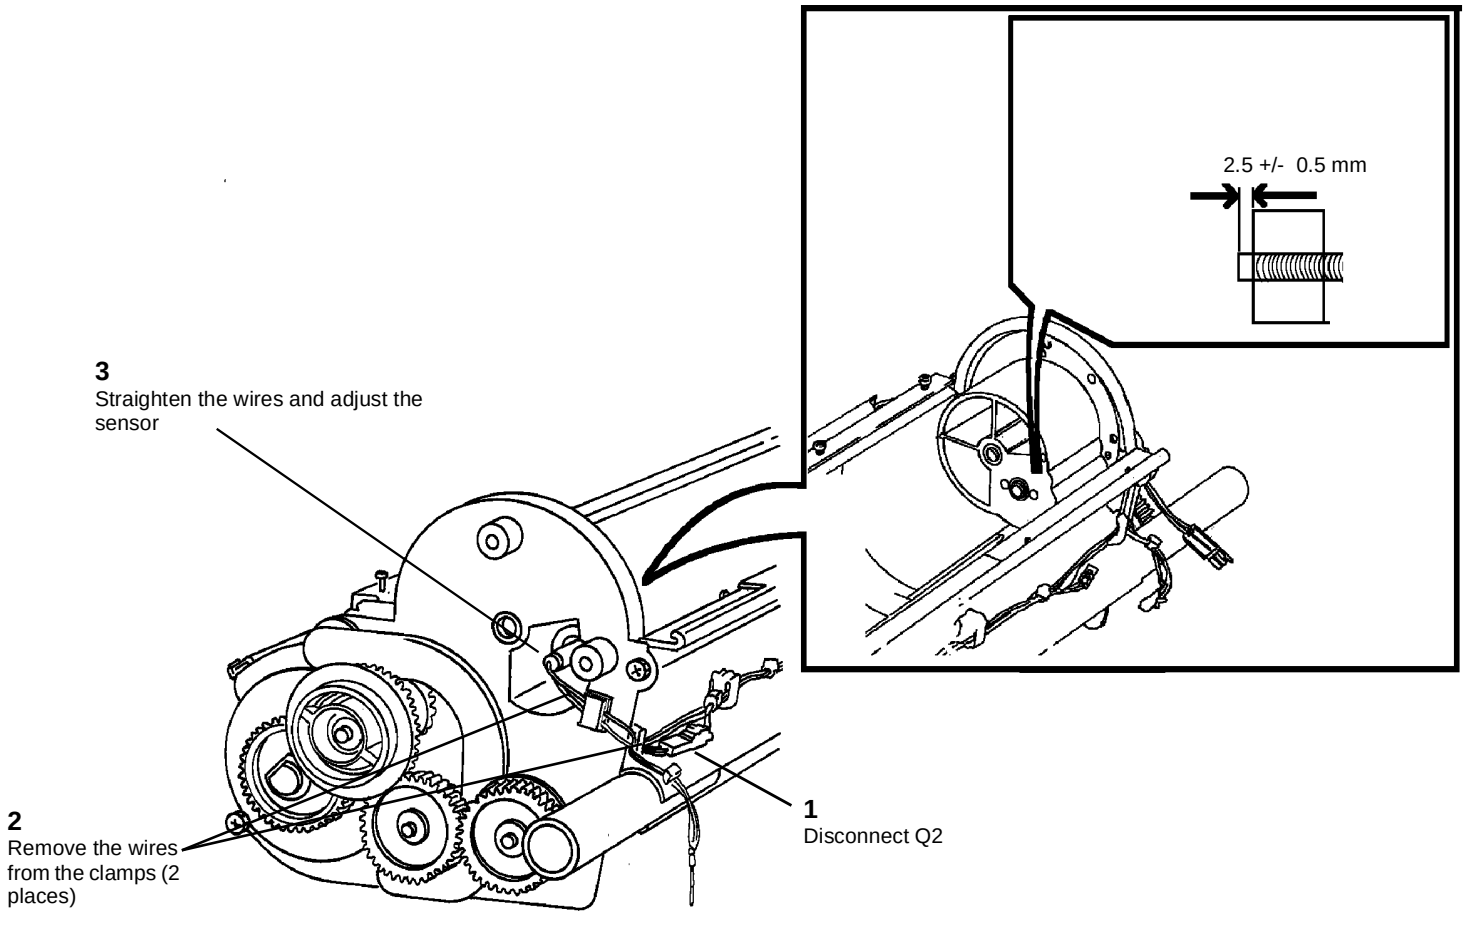

**Figure 2 Adjusting the Toner Cartridge Home Sensor**
2. ( Figure 2): Adjust the Toner Cartridge Home Sensor to 2.5 ± 0.5 mm from the plate.